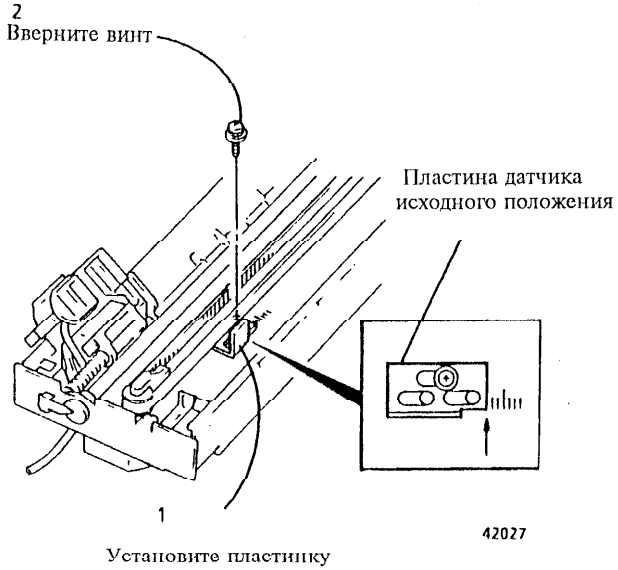

Рис. 3 Установка пластины датчика исходного положения
7. (Рис. 3): Если пластина датчика исходного положения была сдвинута, вновь установите ее на место, выровняв правую кромку по самой левой метке выравнивания (третья линия от центральной линии).